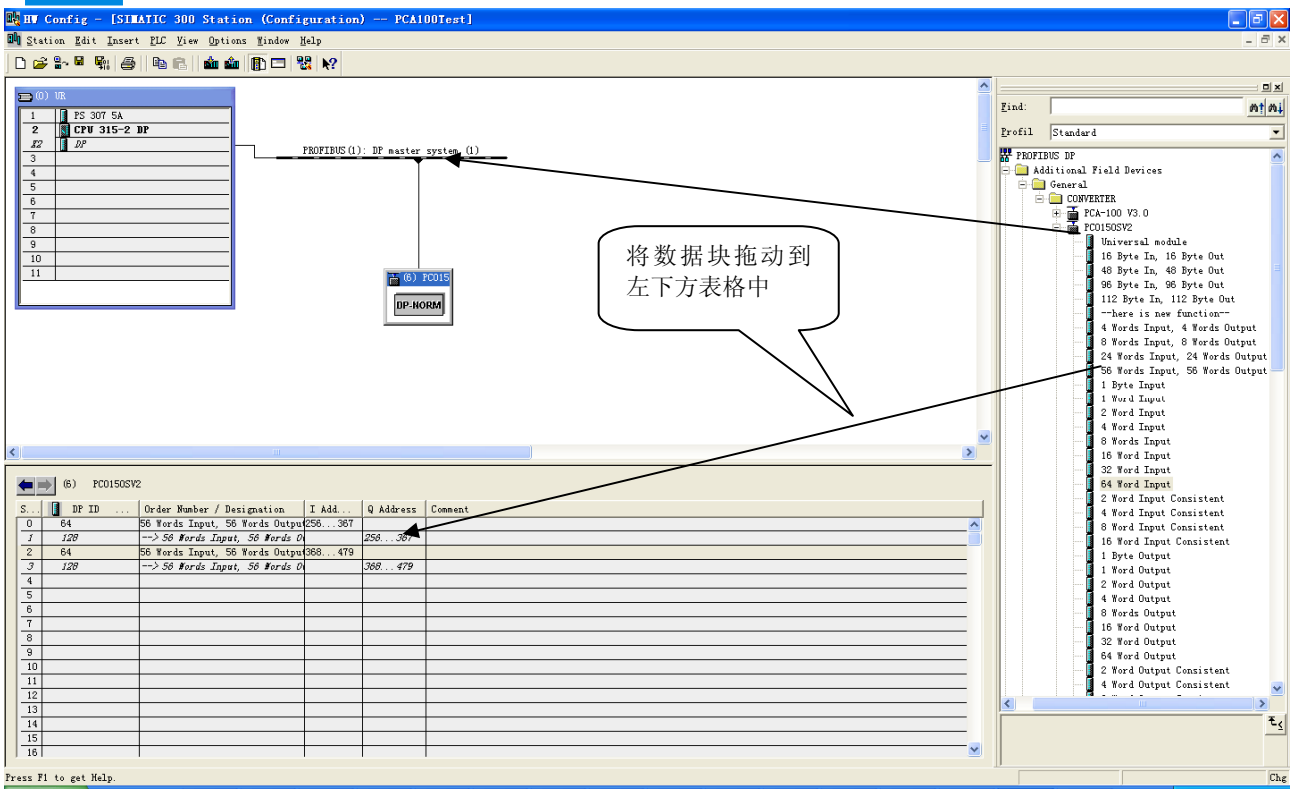

图 10
11. 将从站 PCO-150S 配入到 PROFIBUS 网络配置当中，并将输入输出数据块，映射到 S7-300 或者其它控制器的内存当中。如图 10：